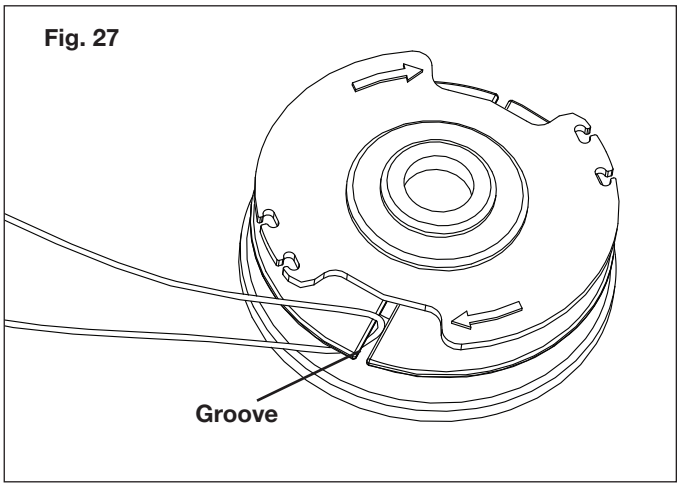

Fig. 27
3. Find the middle of a new piece of 0.063 inch nylon line (up to 16 feet total with 8 feet on both ends), and insert the middle of the line into the groove in the center of the spool (Fig. 27).